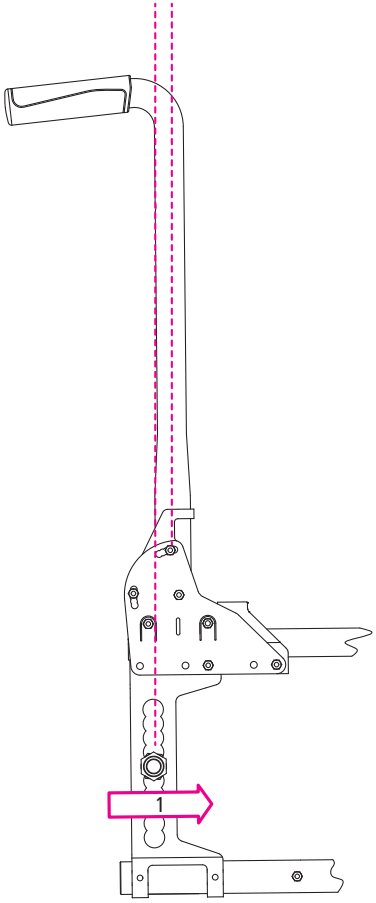

fig. 48
1. Per variare la posizione della ruota posteriore si spinge la piastra di adattamento in avanti o indietro (1, fig. 48).